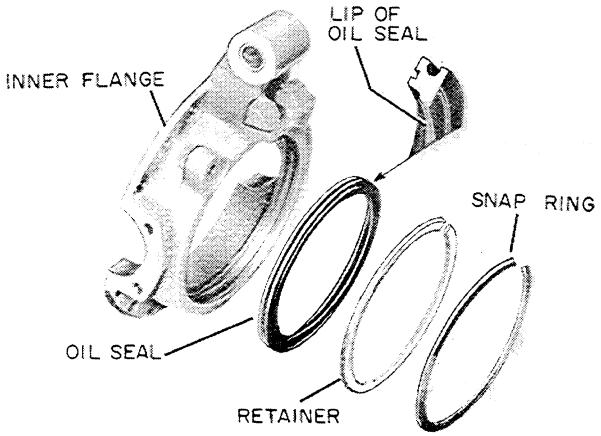

Figure U-41
2. Install the trunnion flange seal in the inner flange, Figure U-41. Note: lip of seal must face outer flange.
3. Install seal retainer and snap ring, Figure U-41.